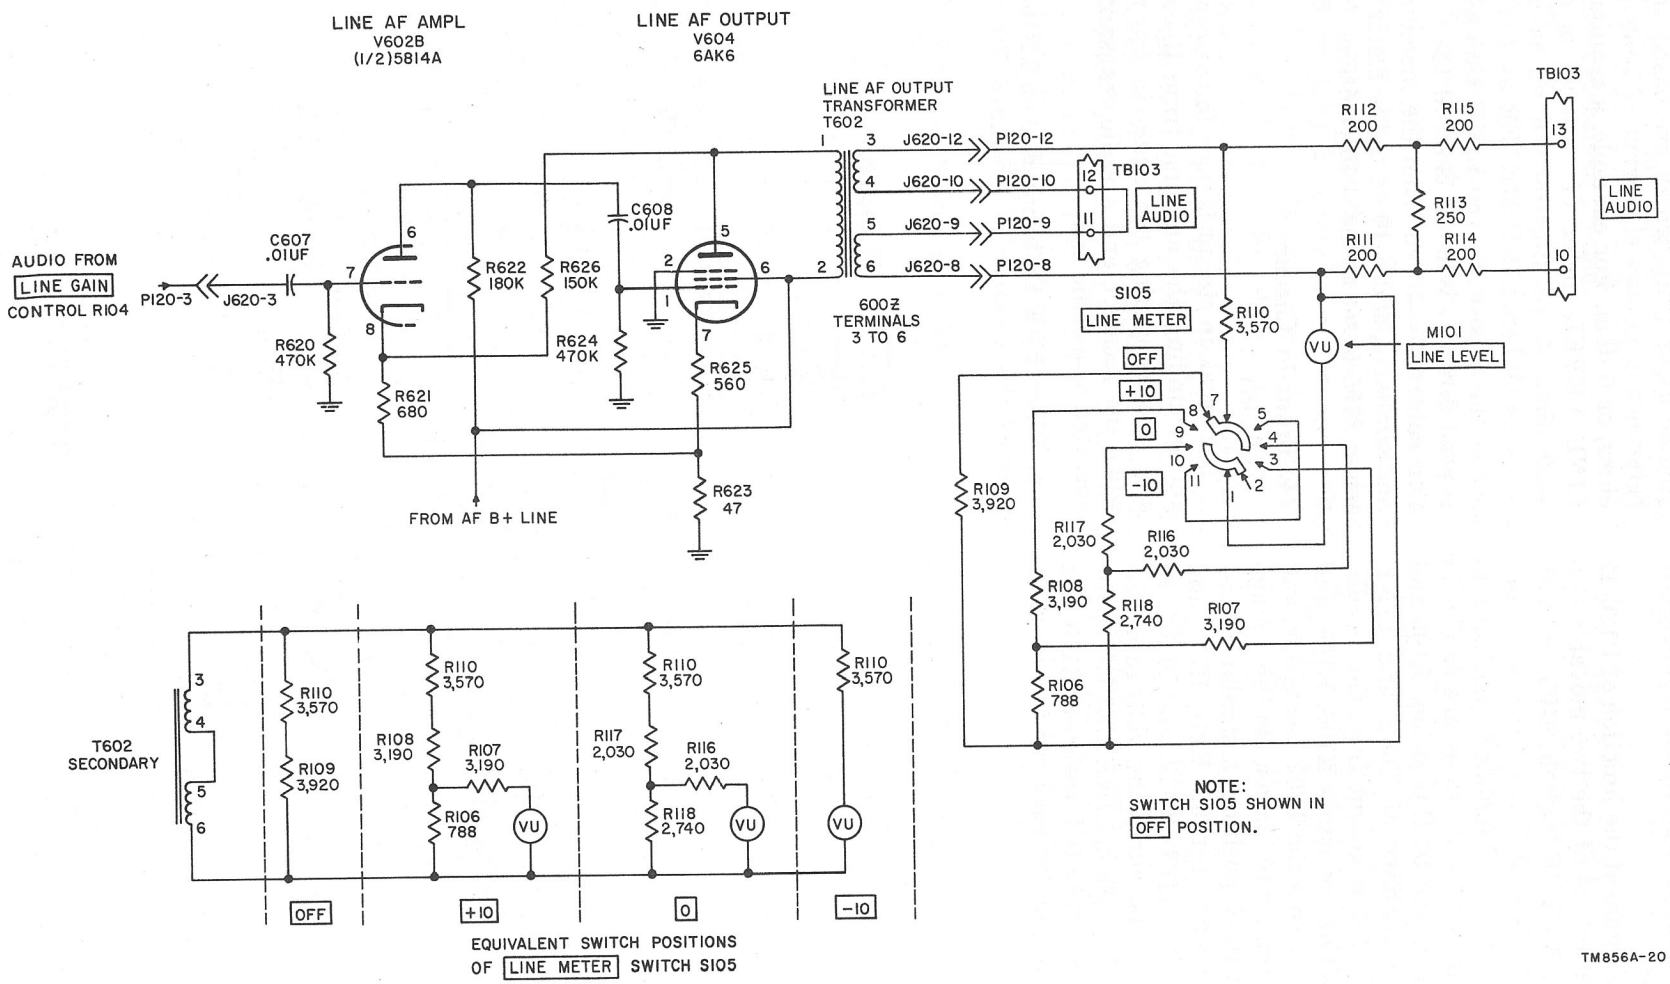

Figure 44. Line audio channel, schematic diagram.
(fig. 44)
d. The audio signal at the junction of P120-12 and R112 is fed to one of the two movable sections of LINE METER switch S105 through resistor R110. This switch has four positions: OFF, +10, 0, and —10. Simplified basic equivalents of the four switch positions are shown in figure 44. When in the OFF position, R109 and R110 load the secondary of T602, and LINE LEVEL meter M101 is absent from the circuit. In the +10 position, resistors R106, R108, and R110 are placed across the T602 secondary, and M101 in series with R107 measures the voltage across R106. In the 0 position, a similar circuit combination is used except that R110, R117, and R118 are in series across T602, and M101, in series with R116, measures the voltage across R118. In the —10 position, LINE LEVEL meter M101 and series-connected resistor R110 are placed directly across the secondary winding of T602.